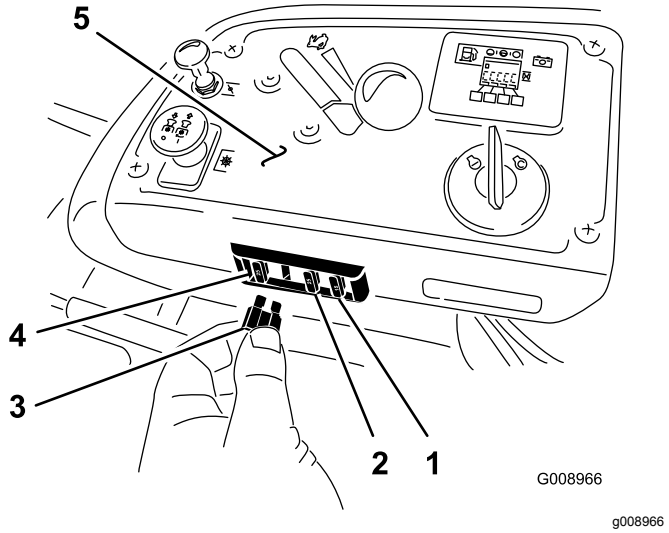

Figuur 73
De zekeringen bevinden zich op het bedieningspaneel aan de rechterkant van de stoel (Figuur 73).
2. Monteer een nieuwe zekering (Figuur 73).